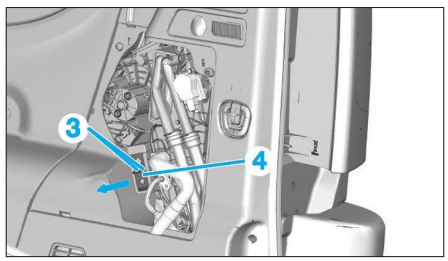

**Fig. 12**
- les vis (3) du détendeur **(Fig.12)**,
- le détendeur (4).